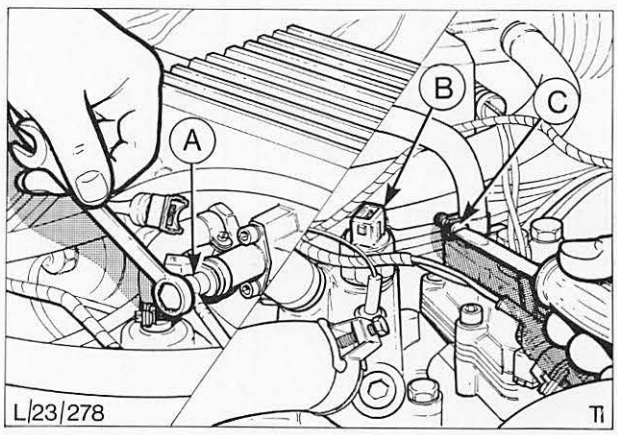

Abb. 87 Abzuklemmende Anbauteile
b) Thermozeitschalter, Abb. 87
6. Kraftstoffleitung am Kaltstartventil abmontieren, Abb. 87.
7. Unterdruckleitung am Warmlaufregler abbauen, Abb. 87.
14. Unterdruckleitung am Warmlaufregler und Kraftstoffleitung am Kaltstartventil anschließen, Abb. 87.